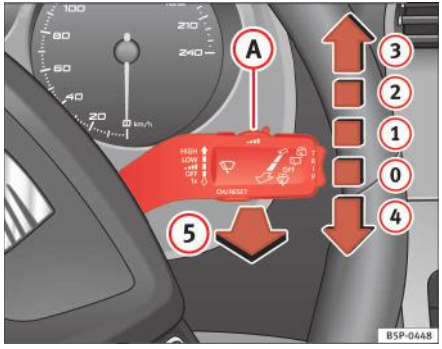

Fig. 83 Maneta ştergătoarelor şi spălătorului de parbriz
Maneta ştergătoarelor de parbriz ⇒ fig. 83 are următoarele poziții:
- Următoarea viteză inferioară se va selecta automat dacă este selectată viteza (2) ⇒ pagina 132, fig. 83 sau (3) a ştergătoarelor, când automobilul se opreşte. Se va reveni la viteza setată când automobilul se pune din nou în mişcare